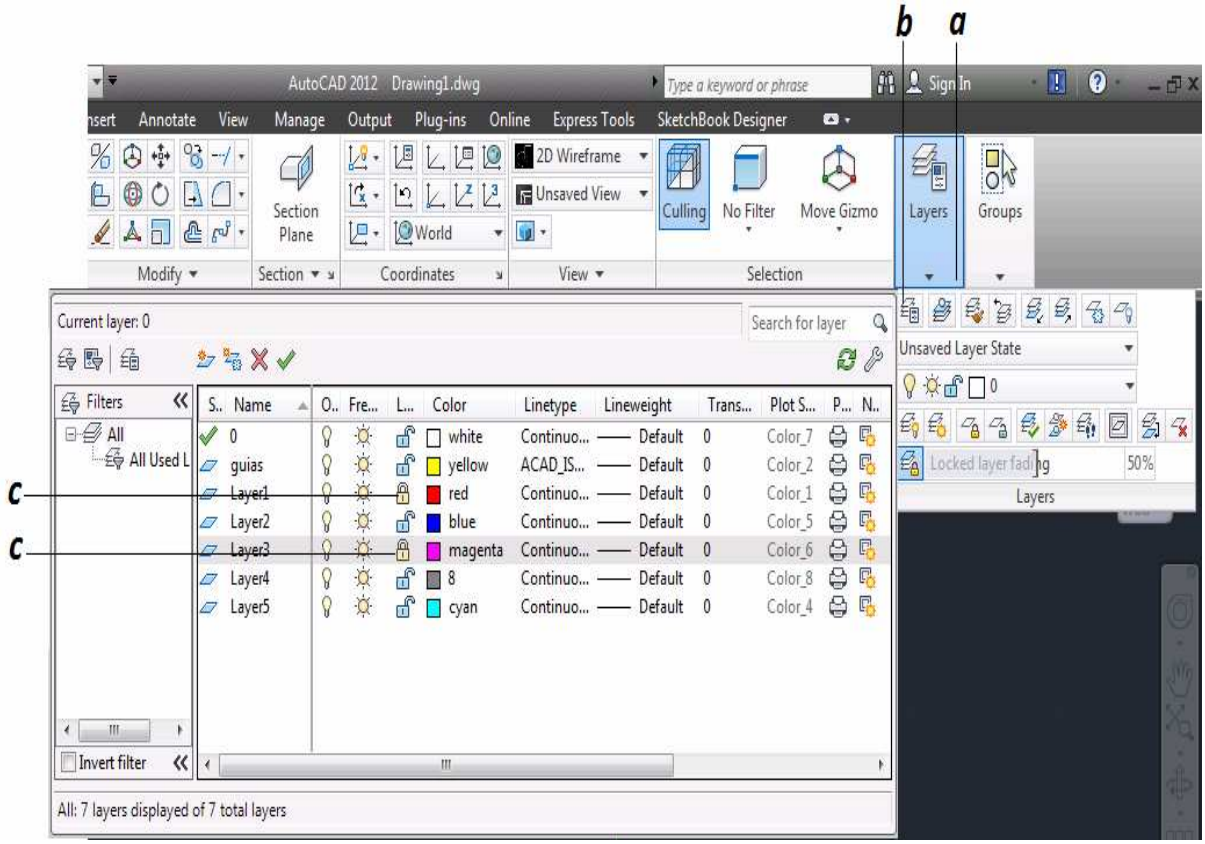

Figura 3.51 Capas "Inutilizar o Reutilizar una Capa"
a. Se selecciona el icono Capas *(figura 3.51)*.
b. Se selecciona el icono Propiedades de Capas *(figura 3.51)*.
c. Se selecciona icono bloqueo [lock] para proteger la capa o en el icono desbloqueo [unlock], para desbloquear las capas seleccionadas *(figura 3.51)*.